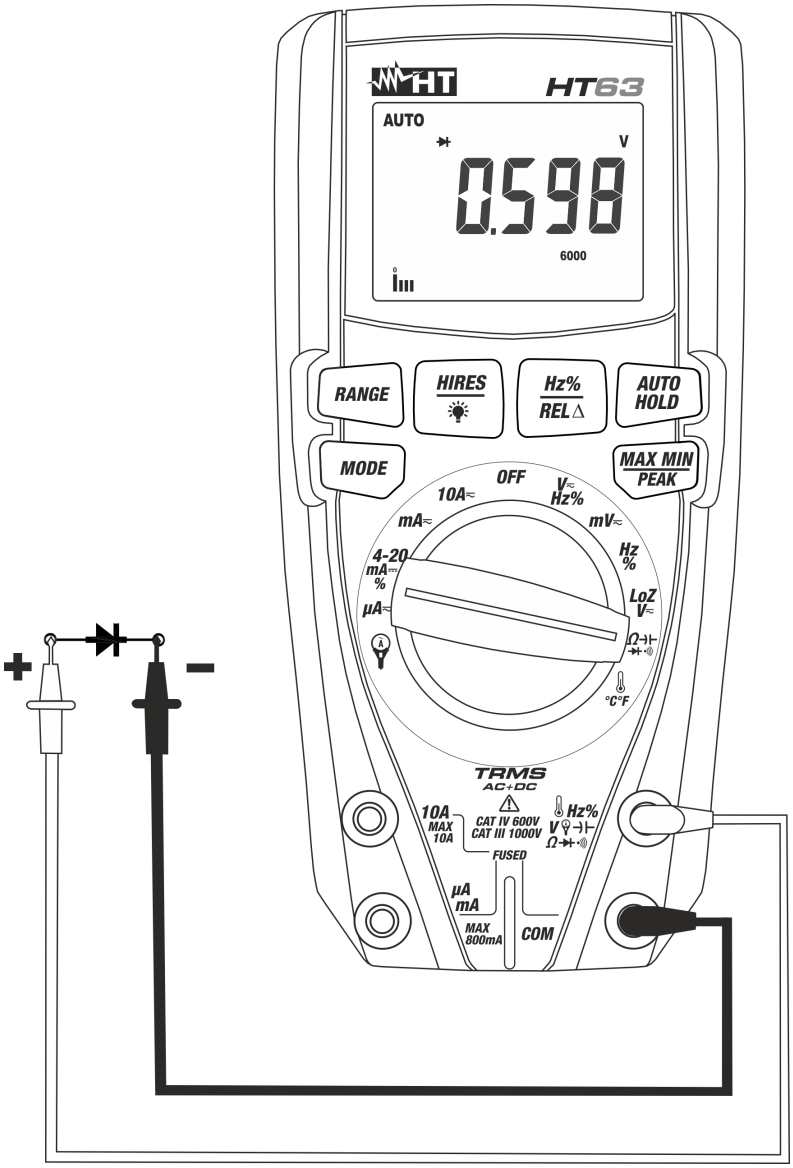

Fig. 7: Utilisation de l'instrument pour le test des diodes
4. Positionner les embouts aux extrémités de la diode sous test (voir Fig. 7) en respectant les polarités indiquées. La valeur de la tension de seuil en polarisation directe est affichée à l'écran
6. Si l'instrument affiche le message "**O.L**." les bornes de la diode sont inversées par rapport à ce qui est indiqué dans Fig. 7 ou bien la jonction P-N de la diode est endommagée